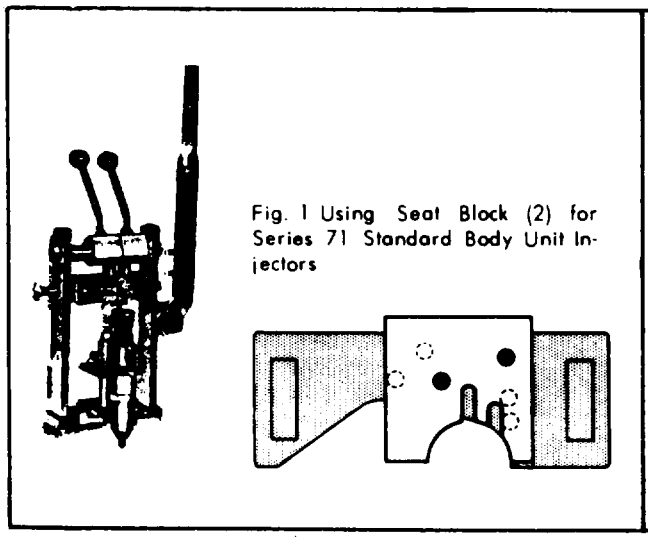

Fig. 1 Using Seat Block (2) for Series 71 Standard Body Unit Injector
The photographs and drawings (Figs. 1 through 4) illustrate the position of the Seat Block on the frame of the Test Fixture. The Seat Block must be located in the proper holes so the filter caps of the injector will align and seal properly with the Sockets (4) when the injector is installed in the Test Fixture. Slots in the Seat Blocks receive the injector dowel pin and guide the injector into the Test Fixture.
1. Ready the Nozzle Tester (6) for use by filling the Fuel Reservoir (7) with clean fuel oil or recommended test fluid.
3. Install Seat Block in proper holes of Test Fixture for injector under test as illustrated in Figs. 1 through 4.
5. Connect injector to Fuel Line (8)by rotating Inlet (Cam Handle (9) toward Nozzle Tester to move Socket (4) against injector inlet filter cap.
6. Purge injector of air by operating Nozzle Tester until clear fuel flows from outlet filter cap. Then rotate Outlet Cain Handle (10) toward Nozzle Tester to scale (outlet filter cap, Operate Nozzle Tester 14) build up slight pressure in test system and pop injector two or three times with Popping Handle (11).